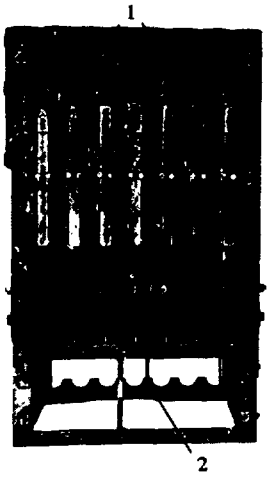

FIG. 9—Section Assemblage
2. Place burner support in position between lugs provided on inside of base frame side panels. See Fig. 9